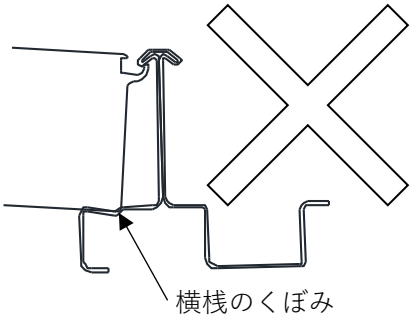

図 3-11.　誤った例
④モジュールに横桟を押しつけながら、仮固定していたボルト M8×20 を固定してください。図 3-11 に示すように、モジュールが横桟のくぼみに引っ掛かっている状態でボルトを固定しないようにしてください。